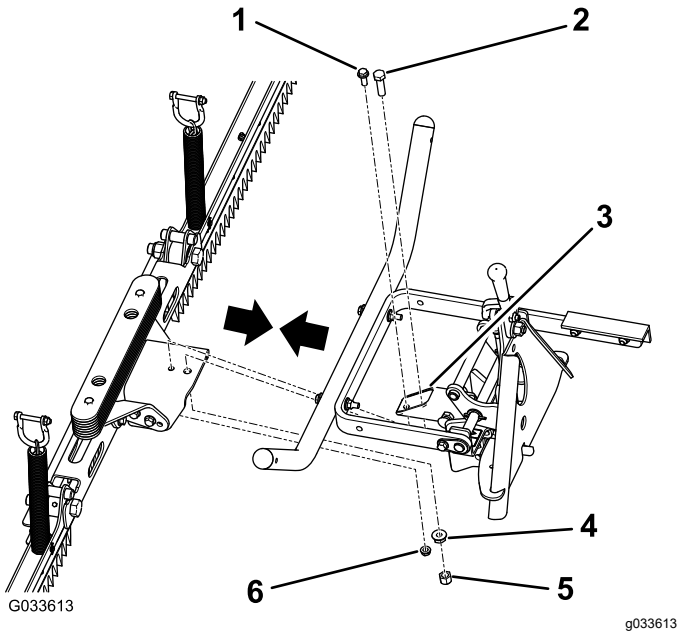

Figura 8
1. Allineate i 2 fori nella staffa al centro del gruppo rastrello con i fori nel tubo dell'attacco di traino (Figura 8).